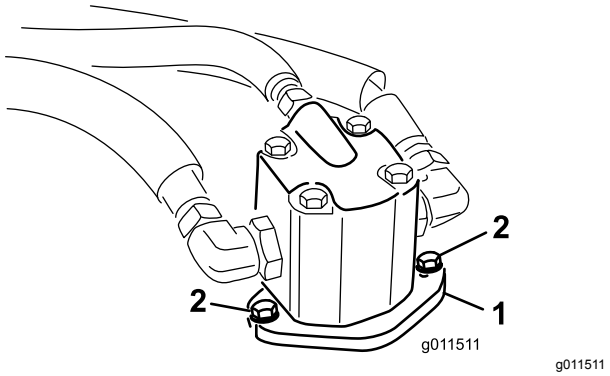

Figur 97
4. Fjern boltene som fester den hydrauliske motoren til klippeenheten (Figur 97). Løft motoren ut av klippeenheten og legg den på toppen av klippeenheten.